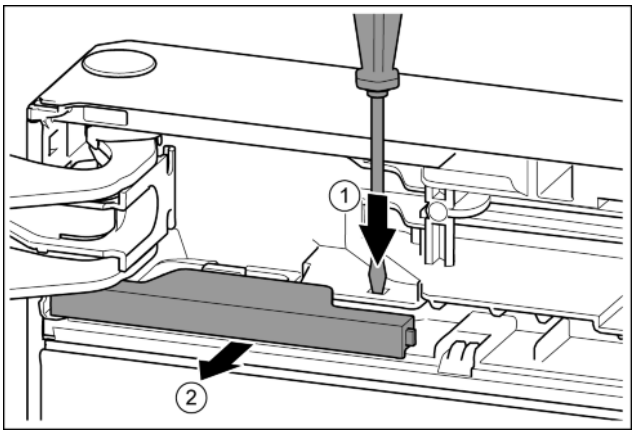

Fig. 12
▶ Lip met de sleufschroevendraaier indrukken. *Fig. 12 (1)*
▶ Afdekking uit de vergrendeling trekken. *Fig. 12 (2)*